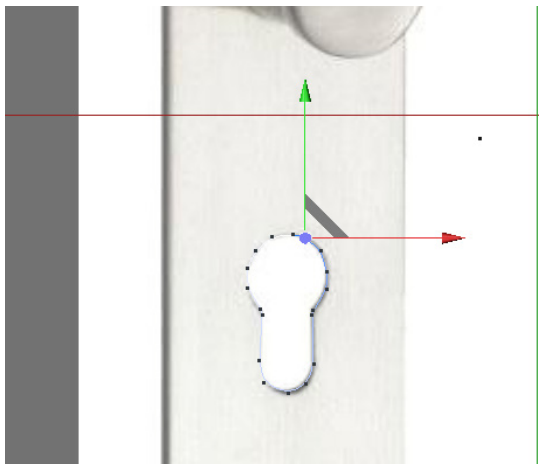

Figure 2-11 *Shape of the keyhole*
2. In the Front viewport, draw the shape of the keyhole on the reference image, as shown in Figure 2-11. You will notice that *Spline* is also added to the Object Manager.
3. Invoke the **Move** tool from the Command Palette and select the points of *Spline*. Next, edit the shape of *Spline* to give it the shape of a keyhole, as shown in the reference image, refer to Figure 2-11.